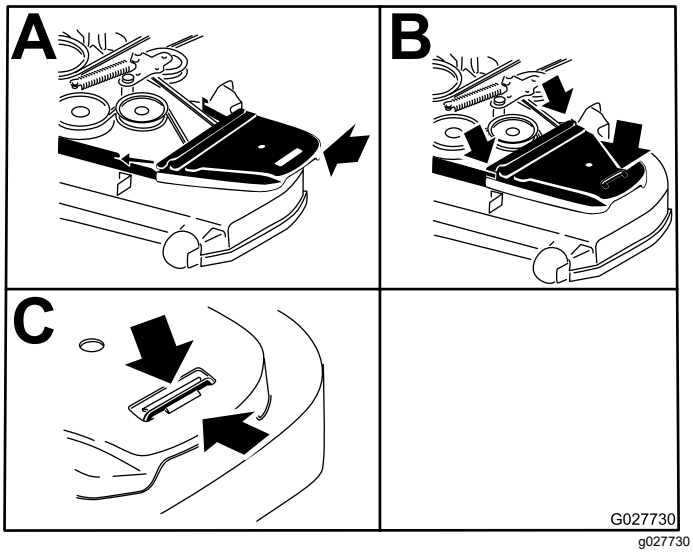

**Figur 92**
11. Monter remskærmene (Figur 92).